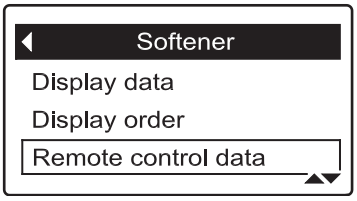

FIG. 116
3. Press the DOWN (▼) button to scroll through the menu options until **Remote control data** is highlighted in a box (See Figure 116).